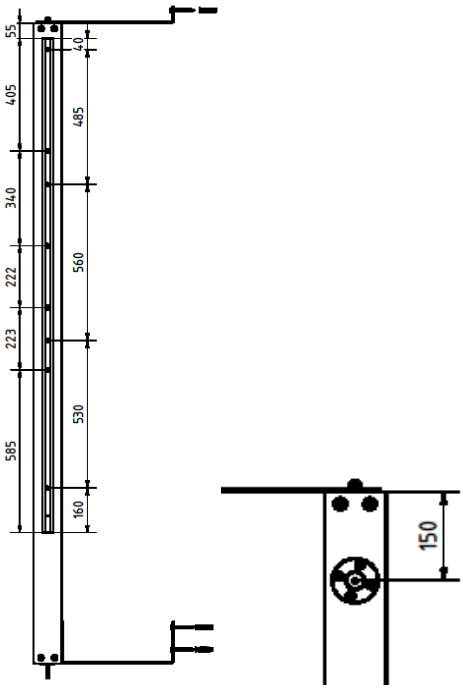

Abb. 5: Montage Schiene und Gleitstein
Nun montieren Sie die Schienen ⑩. Halten sie die Schiene zunächst an der, dem neigbaren Element zugewandten Wange an, der Versatz der Schiene von der oberen Kante der Elemente beträgt dabei 55 mm. Achten Sie darauf, dass das geschlossene Ende der Schiene nach unten zeigt. Markieren Sie sich die Bohrungen der Gewindeeinsätze ② wie in Abbildung 5 dargestellt. Setzen Sie die 4 Bohrungen mit Ø 11 und montieren Sie die Einsätze.